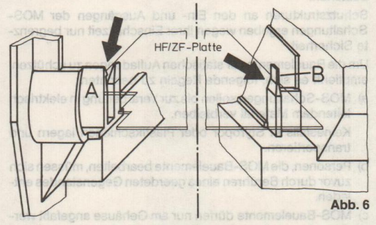

Abb. 6
4. Halterung **A** (Abb. 6) der HF-/ZF-Platte zurückdrücken und Platte aus den Rastebenen **A** ziehen. HF-/ZF-Platte zur Gehäuse-Oberkante kippen bis die Platte aus den Fixiernasen **B** gleitet.